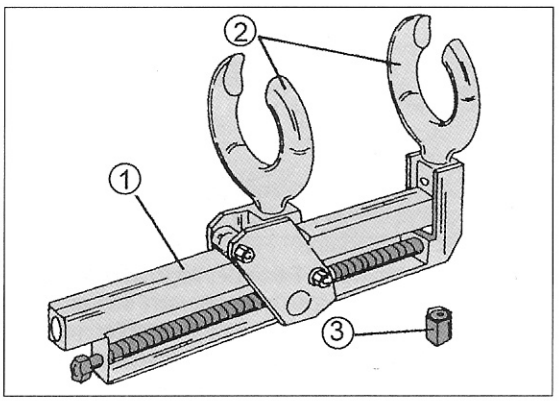
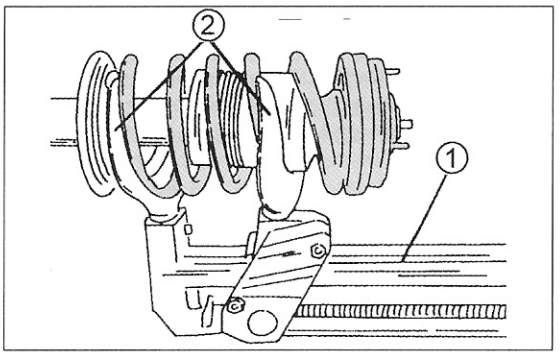

Bild 224
Bild 225
Niemals versuchen die Mutter in der Mitte des Federbeinlagers abzuschrauben, ohne dass man die Feder vorher sicher zusammenspannt. Dazu eignen sich verschiedene Federspannvorrichtungen. Wir halten uns an das in Bild 224 gezeigte Spezialwerkzeug, welches in der Werkstatt benutzt wird. Zum Beispiel können jedoch zwei Federspannhaken, mit einem Versteller in der Mitte, ebenfalls verwendet werden. In diesem Fall die Haken über vier oder fünf Wicklungen legen.
- Falls der in Bild 224 gezeigte Federspanner oder eine ähnliche Ausführung benutzt wird, diesen wie in Bild 225 gezeigt am Federbein ansetzen.